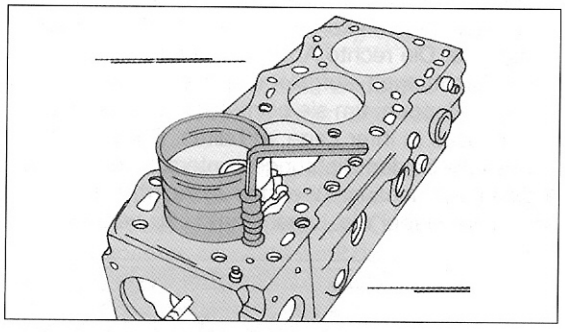

Bild 59
- Die zusammengebauten Kolben und Pleuelstangen vornehmen, die Spalte der Ringe in Abständen von 120° an der Außenseite des Kolbens anordnen und die Kolben/Pleuelstangen der Reihe nach auslegen. Ein Kolbenringspannband um den ersten Kolben legen und die Kolben entsprechend der Kennzeichnung in die gut eingeölte Zylinderbohrung einschieben (Bild 59). Jeweils zwei Kurbelzapfen müssen sich an der Unterseite befinden. Dabei den Pleuel gut führen, damit er über den Pleuelzapfen kommt. Falls